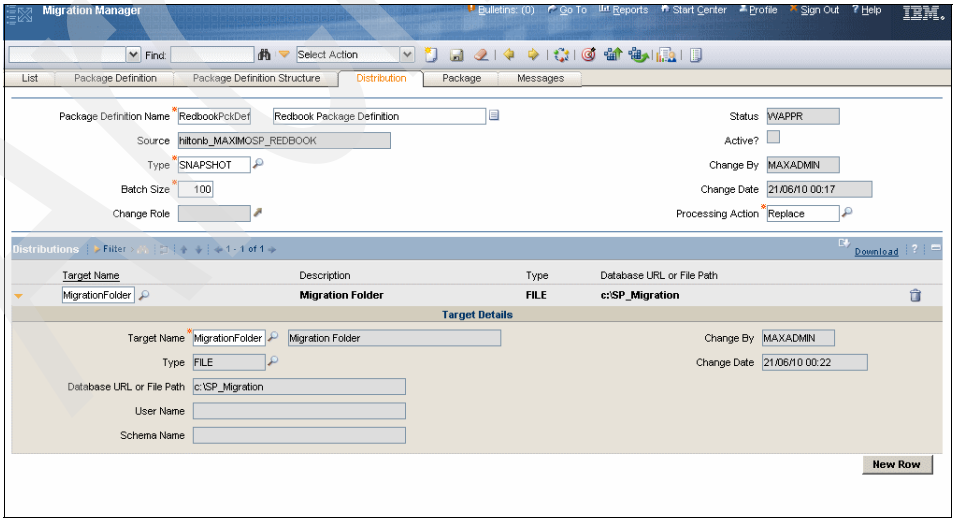

Figure 8-8 Migration Manager application - Distribution tab
4. After you have the Target created, go to the **Distribution** tab, click **New Row** in the Distributions table, and select the Target that you created. See Figure 8-8.